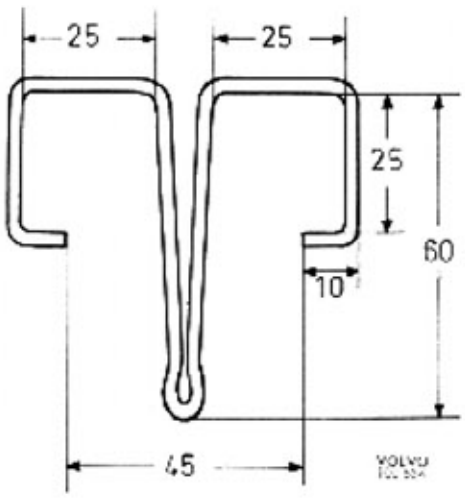
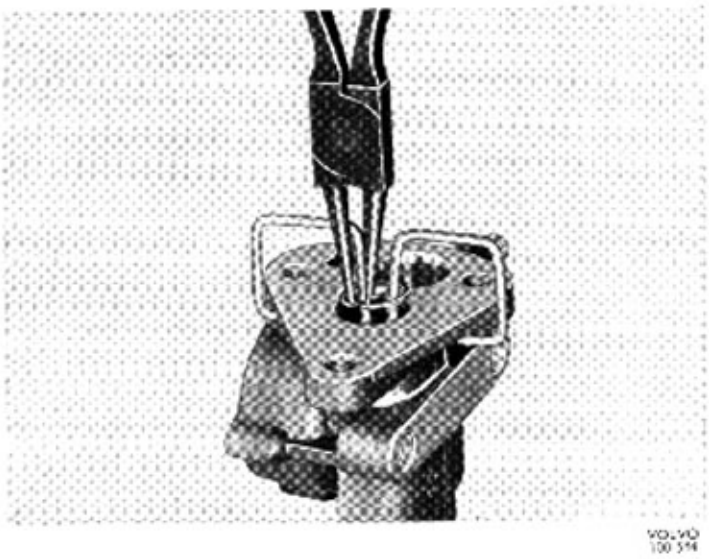
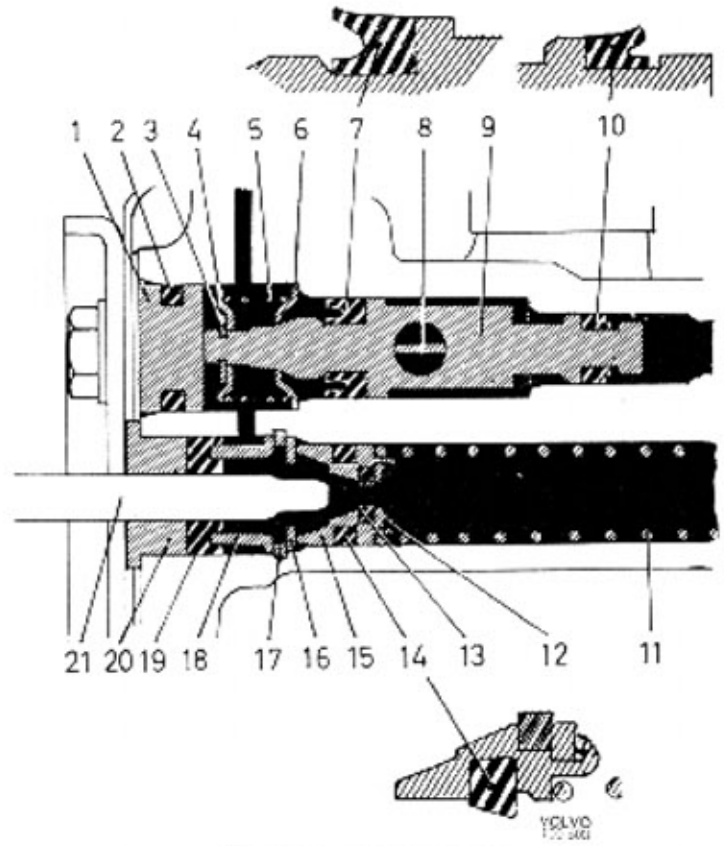
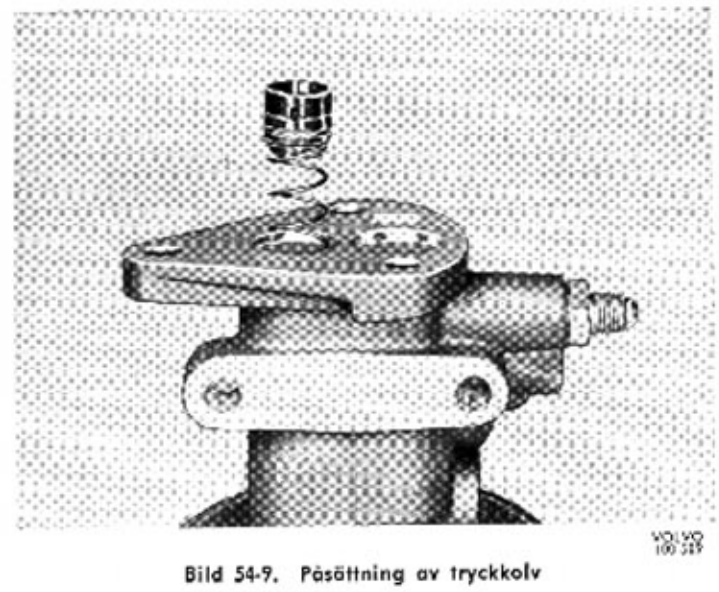

Bild 54-5. Klämma
Bild 54-6. Borttagning av låsring
Bild 54-8. Hydrauldetaljer
Bild 54-9. Påsättning av tryckkolv
4. Ta bort packningen och stöt huset mot något träföremål så att proppen (1 bild 54-8) faller ur. Ta bort reglerkolven (9) och ta isär dess detaljer.
5. Ta bort styrhylsan (20), packningen (19) och distanshylsan (18). Pressa samman tryckcylinderns returfjäder med hjälp av en klämma tillverkad enligt bild 54-5 och monterad enligt bild 54-6. Ta därefter bort låsringen (17) försiktigt med hjälp av en låsringstång. Ta bort klämman och demontera de övriga detaljerna i tryckcylindern.
1. Ta en ny kolv (15 bild 54-8) med inre packning (13) påsatt. Sätt på kolvpackningen (14) och vänd den som framgår av bilden. Trä på fjädern (11) på kolven. Doppa kolven i bromsvätska och för in fjädern i cylindern, se bild 54-9. Sätt på brickan (16) och tryck försiktigt in kolven med hjälp av klämman. Sätt försiktigt på låsringen; jämför bild 54-6. Kontrollera att ringen kommer ordentligt i sitt spår. Sätt packningen (19) på distanshylsan (18) och sätt ihop denna. Sätt hylsan (20) på sin plats.
2. Sätt på packningarna (7 och 10) på reglerkolven och vänd dem enligt bilden. Sätt på brickor, fjäder och låsbricka (3).